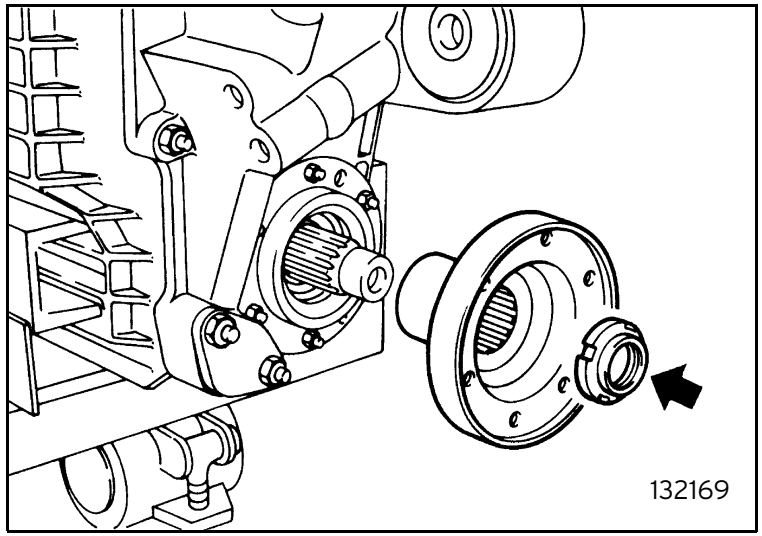

Fig. 70
- fit the front output flange and tighten the locking nut to the specified torque (figure 70);